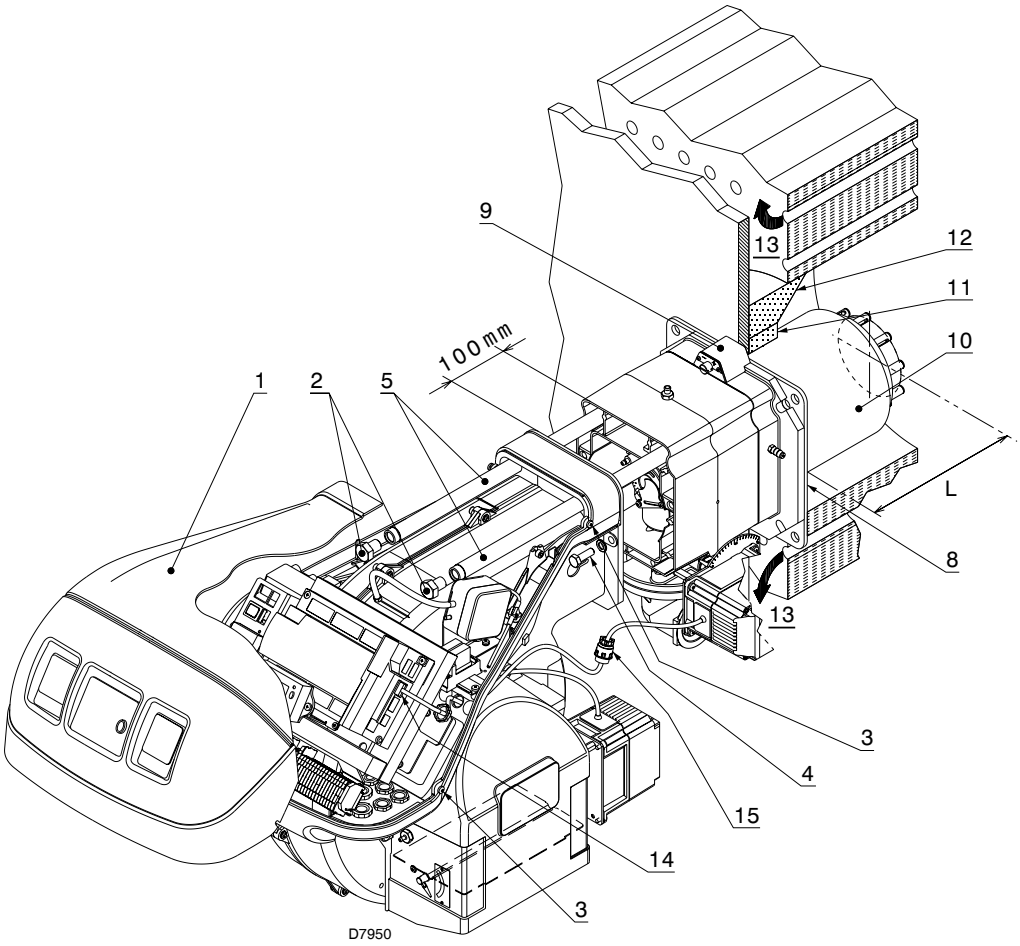

Fig. 14
The length of the blast tube 10)(Fig. 14) must be selected according to the indications provided by the boiler manufacturer, and in any case must be greater than the thickness of the boiler door complete with its refractory.
The available lengths L)(Fig. 14) are:
Separate the combustion head from the rest of the burner, Fig. 14.
Once this operation (if necessary) has been carried out, fix the flange 9)(Fig. 14) to the boiler plate, interposing the insulating gasket 8) supplied as standard equipment.
- ➤ reassemble the burner on the slide bars 3)(Fig. 14), about 100 mm from the pipe coupling 4);
- ➤ connect the servomotor plug 14)(Fig. 14) and tighten the cable grommet 15);